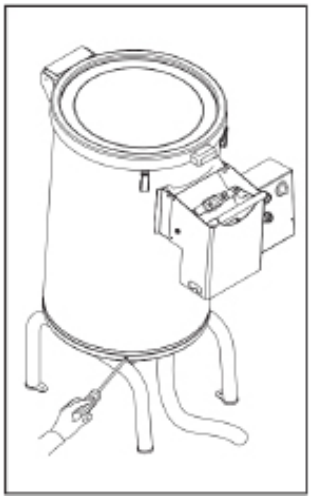

Fig. 13.
- Revissez le cylindre sur la base (fig. 13). Assurez-vous que la face de la machine (ouverture d'évacuation du produit) se trouve au bas de la surface de la table de travail (elle est inclinée vers l'avant).